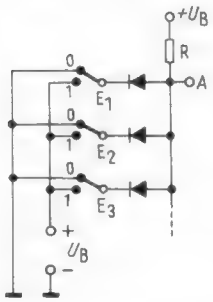

Bild 3. Diodenschaltung eines UND-Gliedes
1.3 Beispiel für den Aufbau eines UND-Gliedes *(Bild 3)*